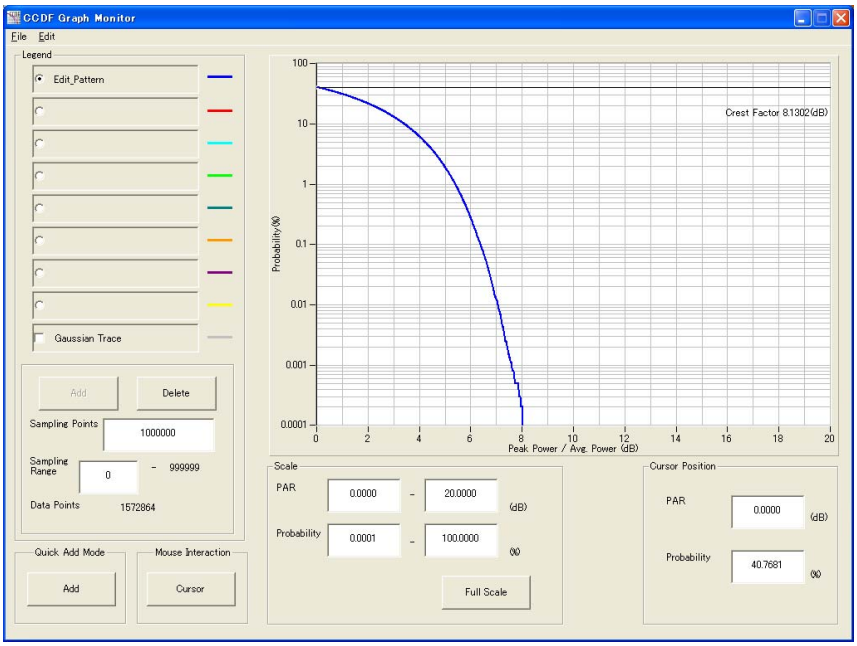

Figure 3.2.4-1 CCDF Graph Monitor screen
2. Select **[CCDF]** from the **[Simulation]** menu or click the tool button. The CCDF Graph Monitor screen shown in Figure 3.2.4-1 is displayed with the trace of the generated waveform pattern.